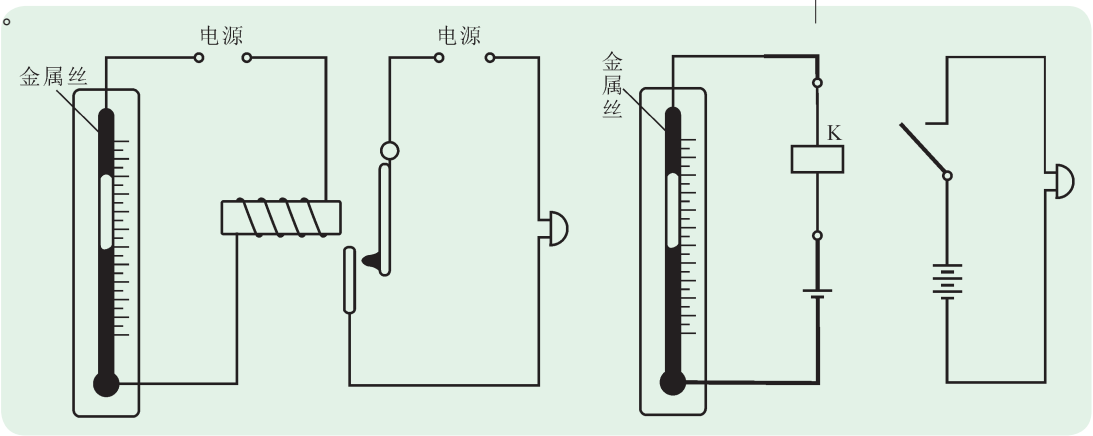

图 4.10　温度自动报警器　　图 4.11　温度自动报警器实验
（1）实验装置如图4.10所示。根据实验装置图画出实验电路图（图4.11）。
①首先按图 4.10 所示电路接线，调节触点温度计的上端触点到报警温度，例如 50℃。
②接通两个电源，听蜂鸣器是不是发声，为什么？
③将触点温度计放入盛有热水的玻璃杯中，看到温度计的水银柱慢慢上升。
④当水银柱上升到 50℃ 与上面的金属丝接触时，发生了什么现象？蜂鸣器是不是发声？
⑤将触点温度计从盛有热水的玻璃杯中拿出，温度慢慢降低，水银柱与金属丝脱离接触，蜂鸣器是不是停止发声？